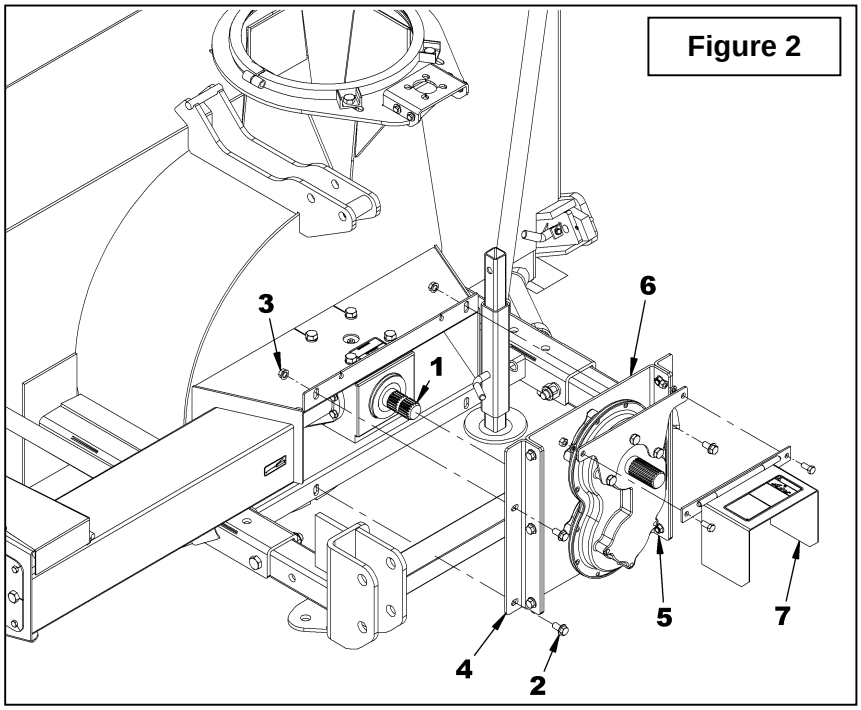

Figure 2
7. **Figure 2:** Remove the 1/2" x 1" serrated flange nuts (item 2) and the 1/2" nuts (item 3) already installed on the support brackets (item 4).
8. **Figure 2:** Slightly loosen the six 1/2" nuts (item 5) holding the brackets (item 4) to the support (item 6).
9. **Figure 2:** Install the assembled gearbox on the snowblower carefully aligning the input shaft (item 1) with the gearbox shaft.
10. **Figure 2:** Make sure that the sides of the support brackets (item 4) are as vertical as possible and secure in place with the 1/2" x 1" serrated flange nuts (item 2) and the 1/2" nuts (item 3). Tighten the bolts at 88 ft-lb or 119 N-M.
11. **Figure 2:** Push the reduction gearbox towards the front of the snowblower until it rests completely against the snowblower and tighten the six 1/2" nuts (item 5) holding the brackets (item 4) to the support (item 6). Tighten the bolts at 88 ft-lb or 119 N-M.
12. **Figure 2:** Install the PTO guard (item 7) removed at step 4 with the same bolts and nuts.